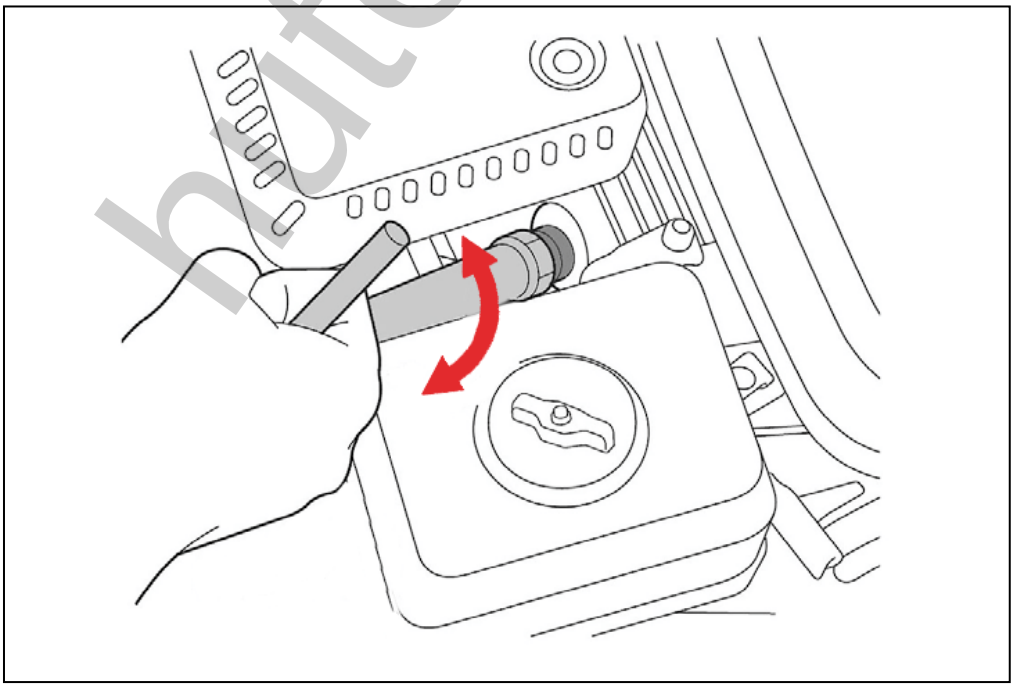

Рис. 20. Обслуживание свечи зажигания.
2. Открутите свечу зажигания свечным ключом (Рис. 20).